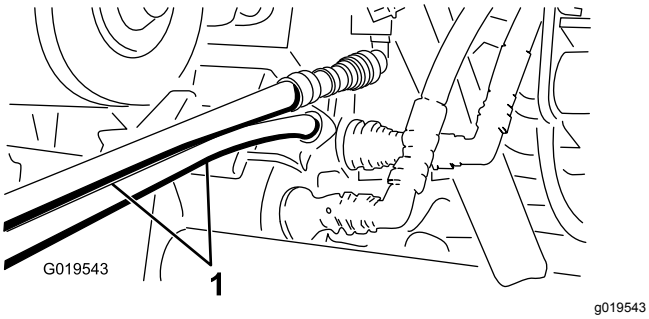

Figur 78
5. På den anden maskine: Forbind de to slanger med koblingen, der stadig sidder i koblingsholderen (forbind topslangen med topkoblingen og bundslangen med bundkoblingen) (Figur 78).